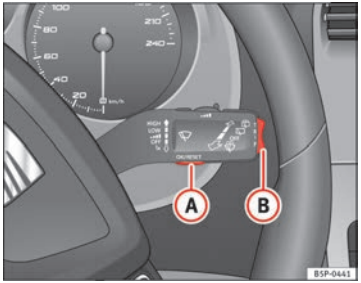

Fig. 47 Leva del tergicristallo (MFA): tasto A per la conferma del menu, tasto B per il passaggio ad un altro menu
– Selezionare dal menu principale l'opzione **Stato del veicolo**: "Menu principale" e premere il tasto OK sulla leva del tergicristallo (A) ⇒ fig. 47. **Oppure**